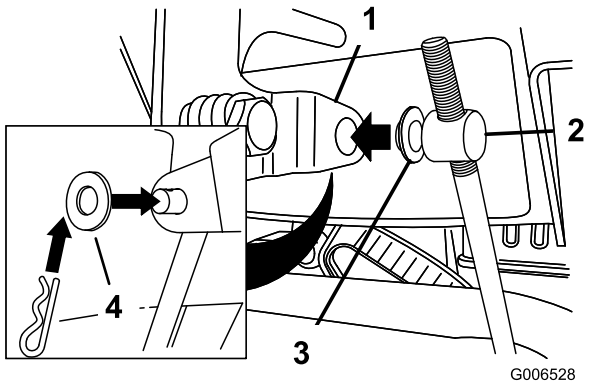

Rysunek 6
3. Zdejmij zawleczkę i podkładkę zewnętrzną z czopu zawieszenia obrotowego na górnym końcu drążka zmiany biegów (Rysunek 6).
Informacja: W celu ułatwienia montażu, pozostaw podkładkę płaską na czopie zawieszenia obrotowego (Rysunek 6).
6. Unieś drążek zmiany biegów i włóż czop zawieszenia obrotowego w otwór w dźwigni wybieraka biegów (Rysunek 6).
B. Odłącz czop zawieszenia obrotowego od dźwigni wybieraka biegów (Rysunek 6).
C. Obróć czop zawieszenia obrotowego w dół (w prawo) na drążku zmiany biegów (Rysunek 6).
D. Podłącz czop zawieszenia obrotowego do dźwigni wybieraka biegów (Rysunek 6).
C. Obróć czop zawieszenia obrotowego w górę (w lewo) na drążku zmiany biegów (Rysunek 6).